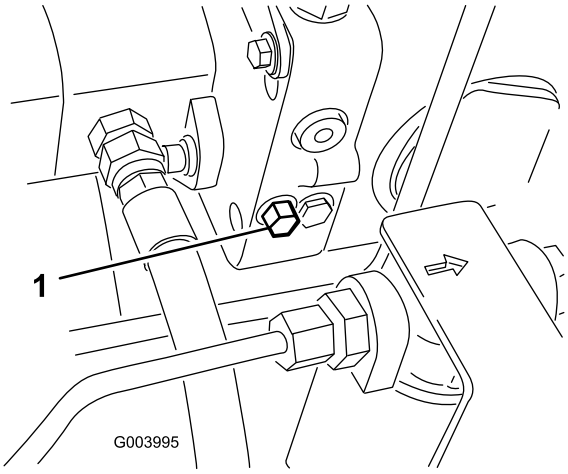

Figur 40
1. Omløbsventilen er placeret på venstre side af hydrostaten (Figur 40). Drej bolten 1 1/2 omgang for at åbne den, og lade olien løbe om internt. Da væsken omløbes, kan maskinen flyttes langsomt, uden at gearkassen beskadiges.